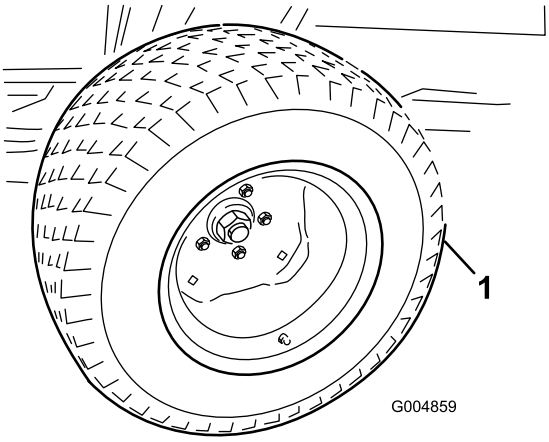

**Rysunek 48**
11. Po dosunięciu ramy zimowej do ramy tylnej unieś podnośnik na tyle, aby dało się zdjąć koła z oponami letnimi (Rysunek 48).